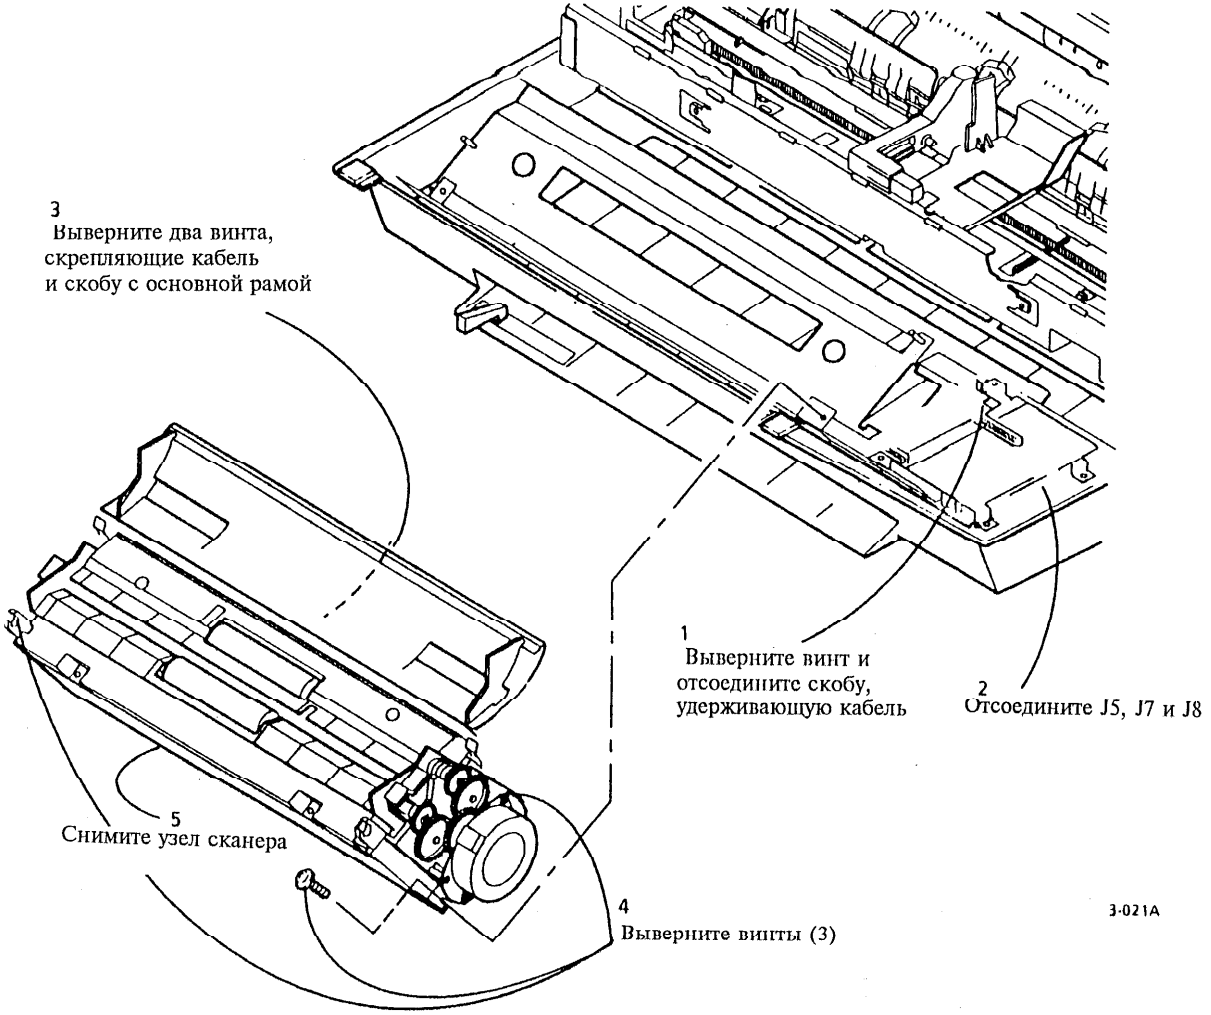

Рис. 1 Снятие узла сканера
2. (Рис. 1):Снимите узел сканера.